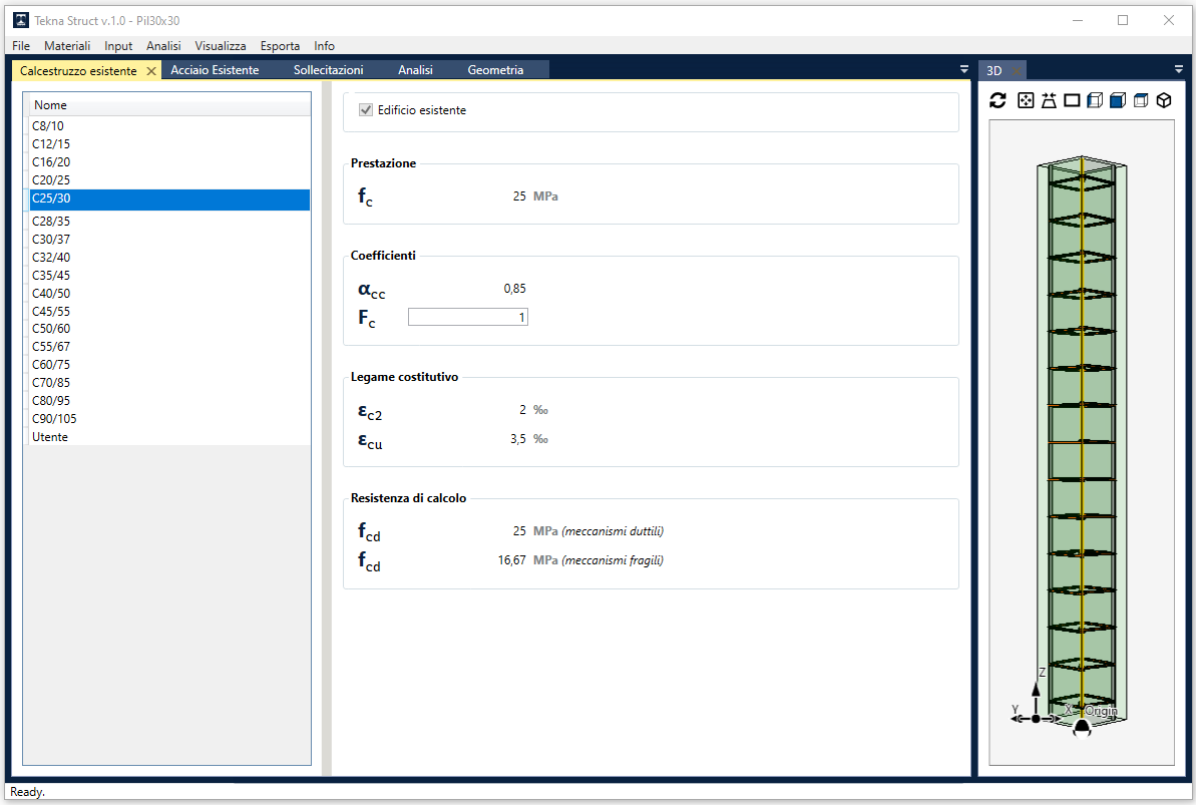
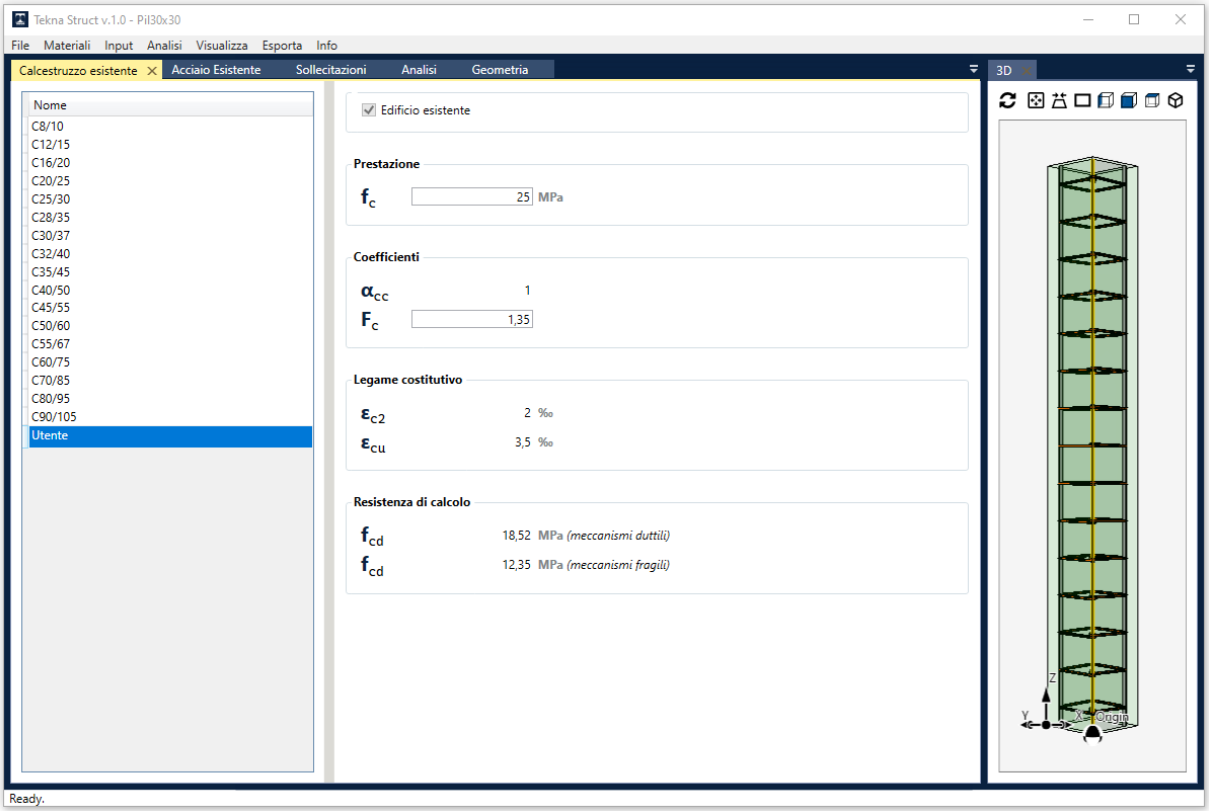

Fig. 13 – Menu Calcestruzzo esistente
Fig. 14 – Menu Calcestruzzo esistente: materiale Utente
- il calcestruzzo esistente: l'utente può selezionare un materiale presente sul database (specificando il fattore di confidenza F_C, Fig. 13), oppure il materiale *Utente*, che consente di definire anche il valore della resistenza f_c (dedotto dalle prove eseguite in situ, Fig. 14);